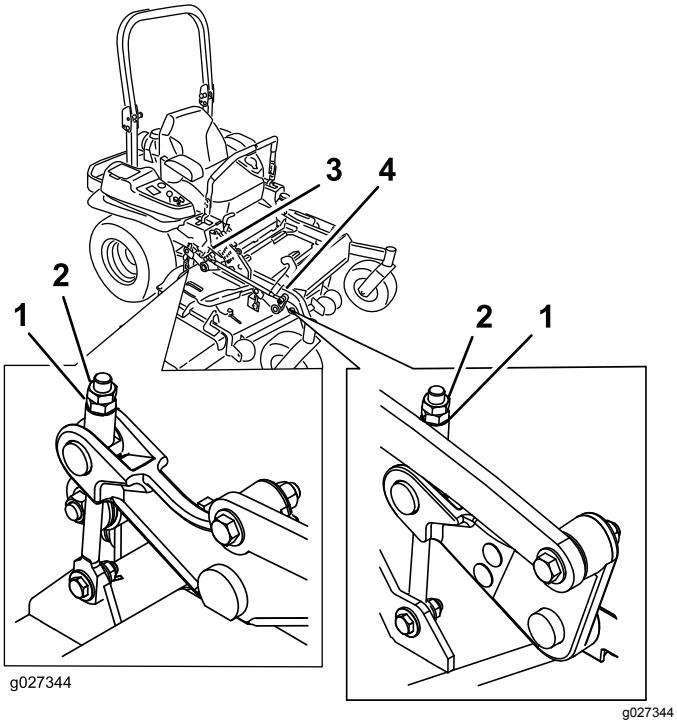

**Figuur 108**
10. U kunt de stelmoer op de hefinrichting van het voorste maaidek draaien om deze nog nauwkeuriger in te stellen (Figuur 108).
16. Regel de stelschroef fijn af om een hoogte te verkrijgen van 8,3 mm (zie Figuur 108).